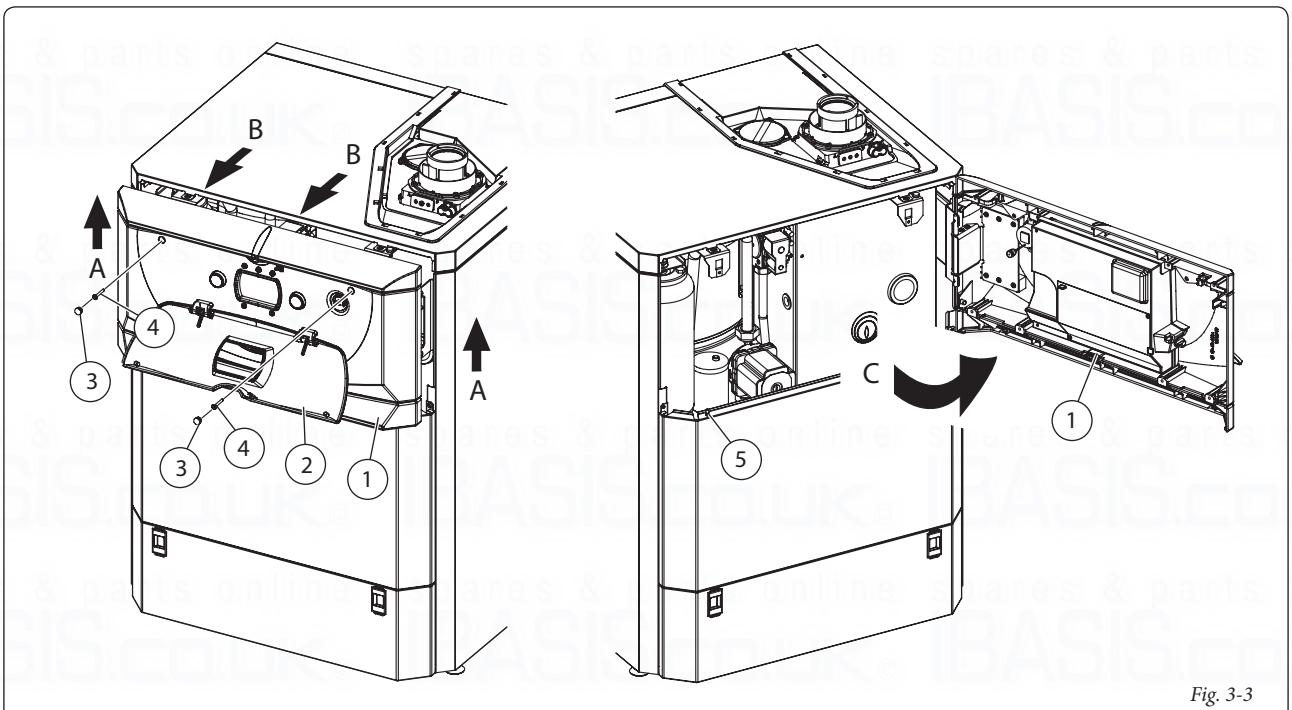

Fig. 3-3
- Open the control panel (item 1, Fig. 3-3).
- Press the centre of the control panel cover (2) to open it and lower the panel. - Carefully remove the rubber bump stops (3) and loosen the two screws (4).
- Step A. Lift the control panel up, gripping it at the sides, to disengage it from the locking pin (5).
- Step C. Hinge open the panel as shown in Fig. 3-3.